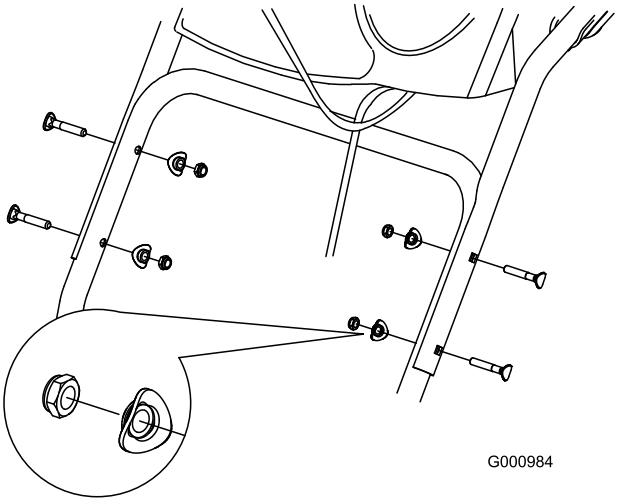

Figur 3
1. Løft og roter det øvre håndtaket, og plasser det over det nedre håndtaket (Figur 3).
2. Monter to håndtaksbolter, to buede skiver og to låsemuttere i de nedre håndtakhullene (Figur 3).